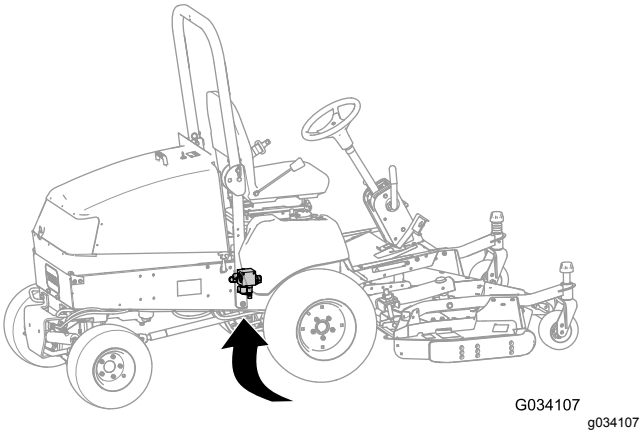

**Figur 13**
2. Find løftemanifolden nedenunder maskinen, indvendigt ved den højre stelkanal, bag forakslen (Figur 13).